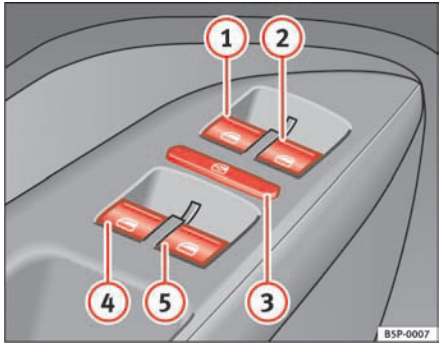

Fig. 70 Section of the driver door: controls for the front and rear windows
The buttons ⇒ page 104, fig. 70 (1) and (2) have two levels for opening the window and two for closing it. This makes it easier to open or close windows to the desired position.